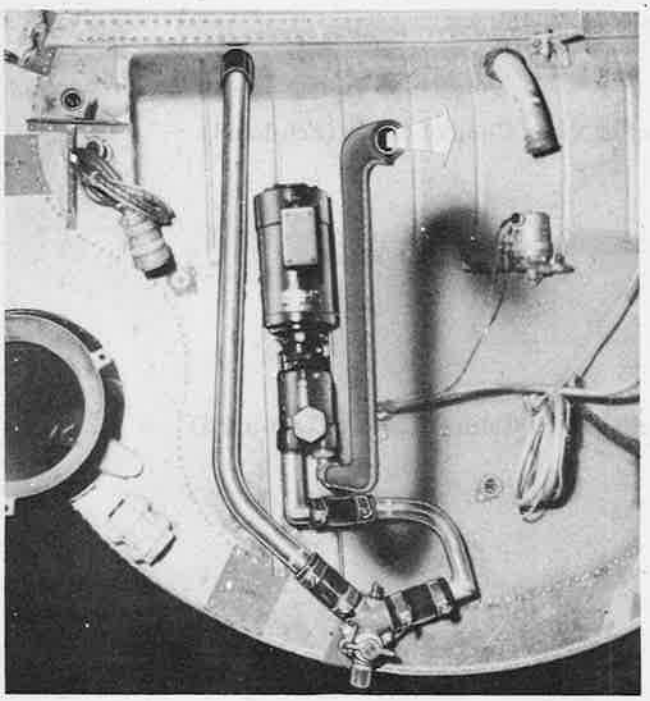

Figure 260—Auxiliary Hydraulic Feathering Pump and Electric Motor Assembly
d. AUXILIARY HYDRAULIC FEATHERING PUMP AND ELECTRIC MOTOR ASSEMBLY. *(See figure 260.)*
(1) DESCRIPTION.—When it is necessary to stop engine rotation in flight, in case of engine failure or testing conditions, the powerful braking effect of the propeller in the feathered conditions is employed. Feathering the blades to the full high pitch position of 88 degrees at the 42-inch station so that the blades lie in the direction of flight prevents windmilling and reduces drag to a minimum. Since the engine-driven oil pump and the engine-driven governor are inoperative when the engine stops, an auxiliary source of power is provided for feathering and unfeathering the propeller.
(a) This power unit is an individual electric motor-driven hydraulic pump assembly (figure 260), one for each propeller, mounted on the forward side of each engine section fire wall. The pump itself consists essentially of a pair of closely meshed steel gears contained within a housing mounted on the end of a 12- or 24-volt motor. Refer to paragraph 14.*b.*(6)*(b)*, this section.